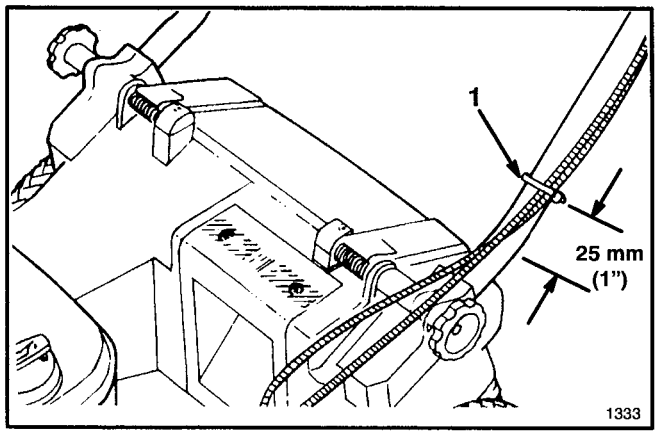

Figura 3
6. Fissate il/i cavo/i al lato inferiore del tubo sinistro utilizzando una fascetta (Fig. 3). La fascetta deve essere posizionata a 25 mm (1") dalla piega della stegola. Per il corretto posizionamento dei cavi, vedere Figura 3.